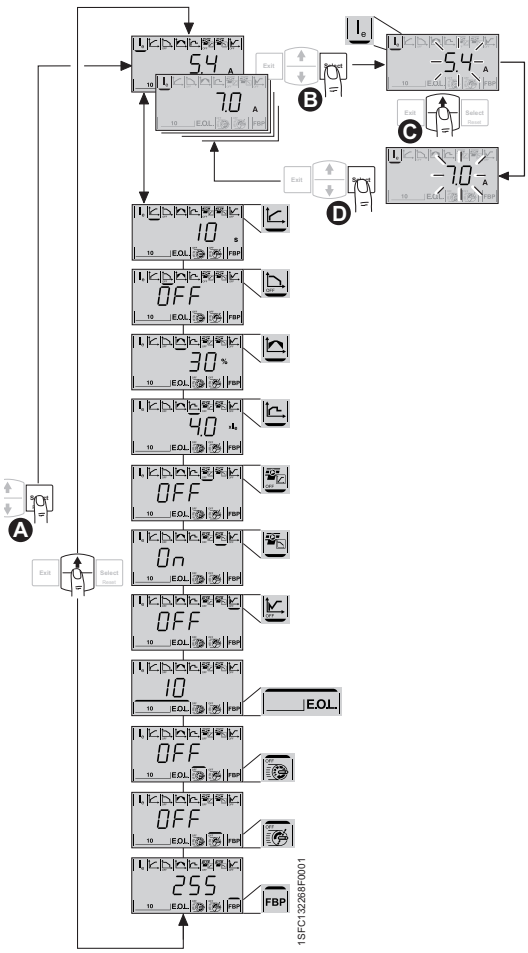

Figure 2.3:
10. Continue to configure parameter I_e as described in figure 2.3. Complete information about configuration is available in Chapter 6 Human-Machine Interface (HMI) and Chapter 7 Functions and configuration.